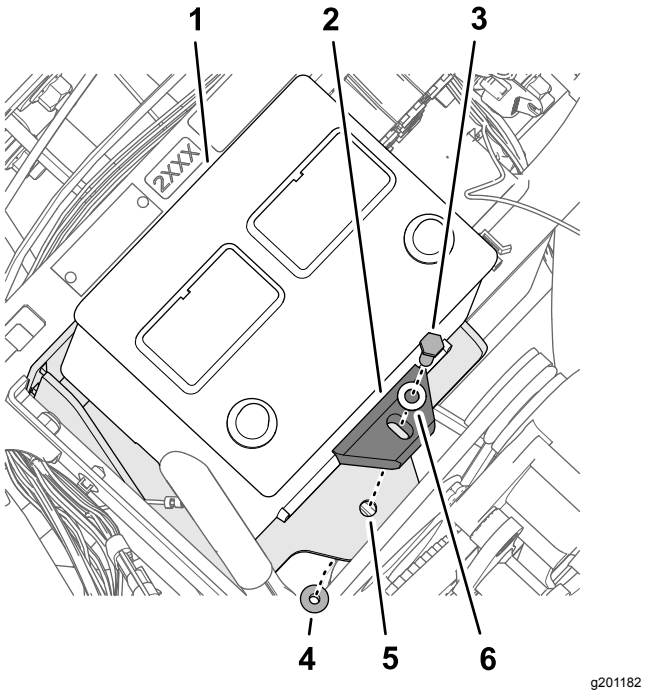

Rysunek 175
5. Zamocuj akumulator do wspornika akumulatora za pomocą śruby (5/16 x 1 3/4 cala), podkładki (5/16 cala), elementu ustalającego akumulator i nakrętki kołnierzowej zabezpieczającej (5/16 cala) w sposób pokazany na Rysunek 175.